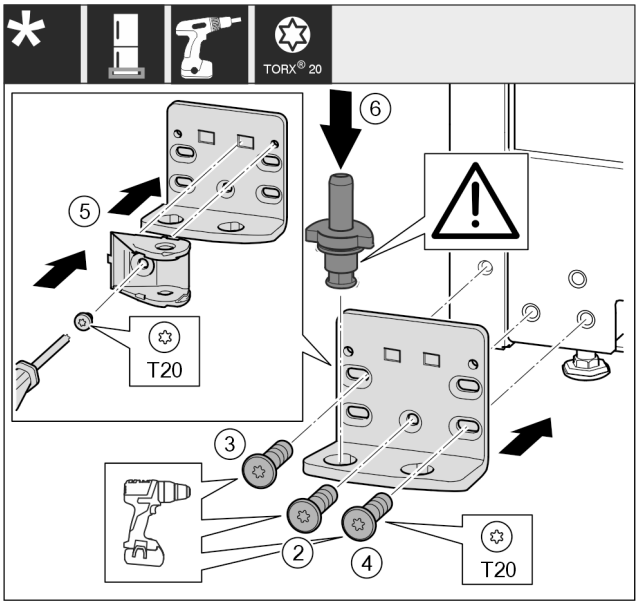

*Fig. 49 **
▶ Nasaďte stojan ložiska na druhé straně a přišroubujte pomocí šroubováku. Začněte šroubem *Fig. 49 (2)* dole uprostřed.*
▶ Utáhněte šroub *Fig. 49 (3)* a šroub *Fig. 49 (4)*.*
▶ Spojení tlumiče zavírání *Fig. 49 (5)* otočte o 180°. Šroubovákem přišroubujte na druhé straně stojanu ložiska.*
▶ Zcela vložte ložiskový čep *Fig. 49 (6)*. Přitom dávejte pozor, aby zajišťovací vačka směřovala dozadu.*